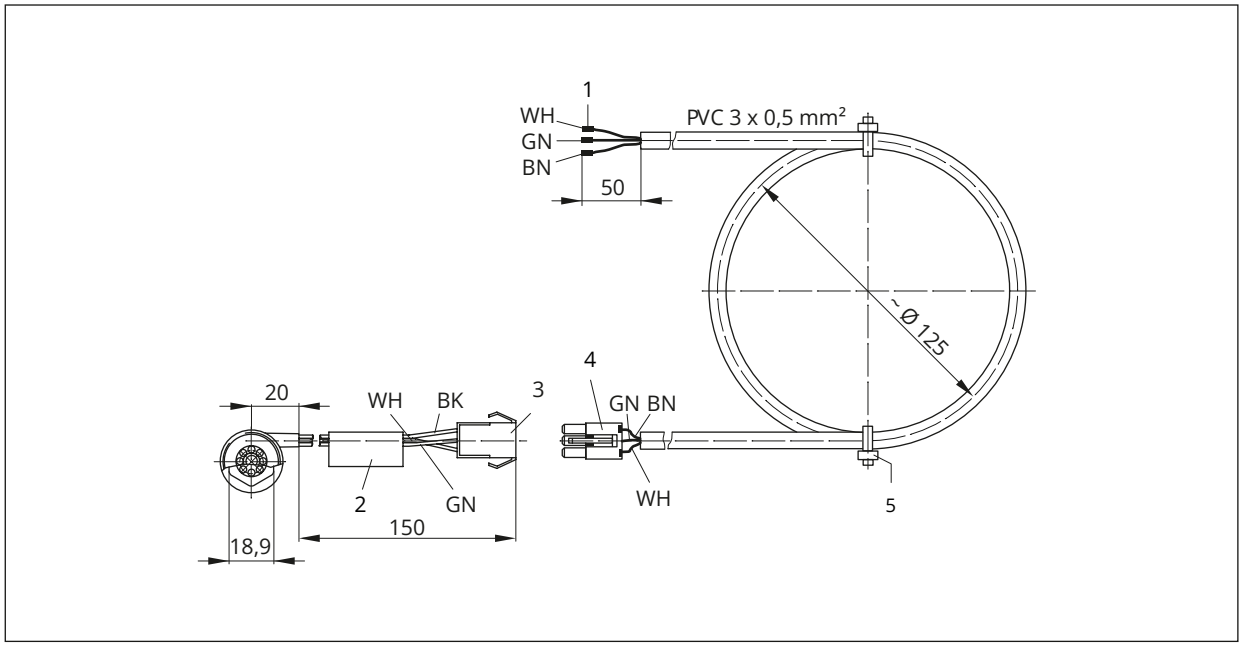

Bild 9: *Verlängerungsleitung für Wasserströmungssensor*
- ⇨ Anschluss nach Bild 9 vornehmen.